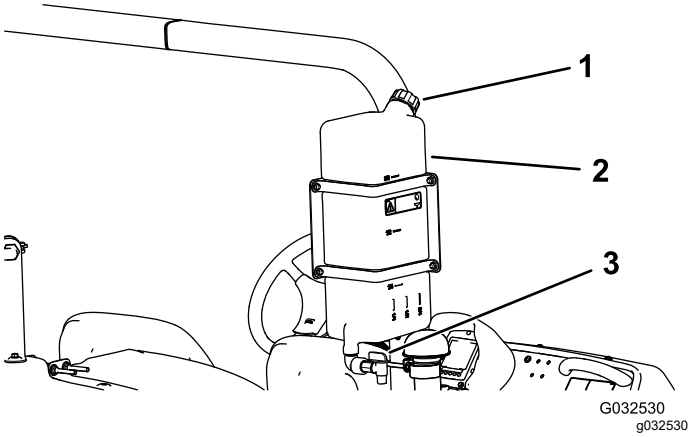

Figuur 26
- Om de tank te vullen, schroeft u de dop bovenaan de tank los, vult u deze met schoon water en plaats u de dop terug (Figuur 26).
- Om de tapkraan van de watertank te openen, moet u de hendel op de kraan draaien (Figuur 26).